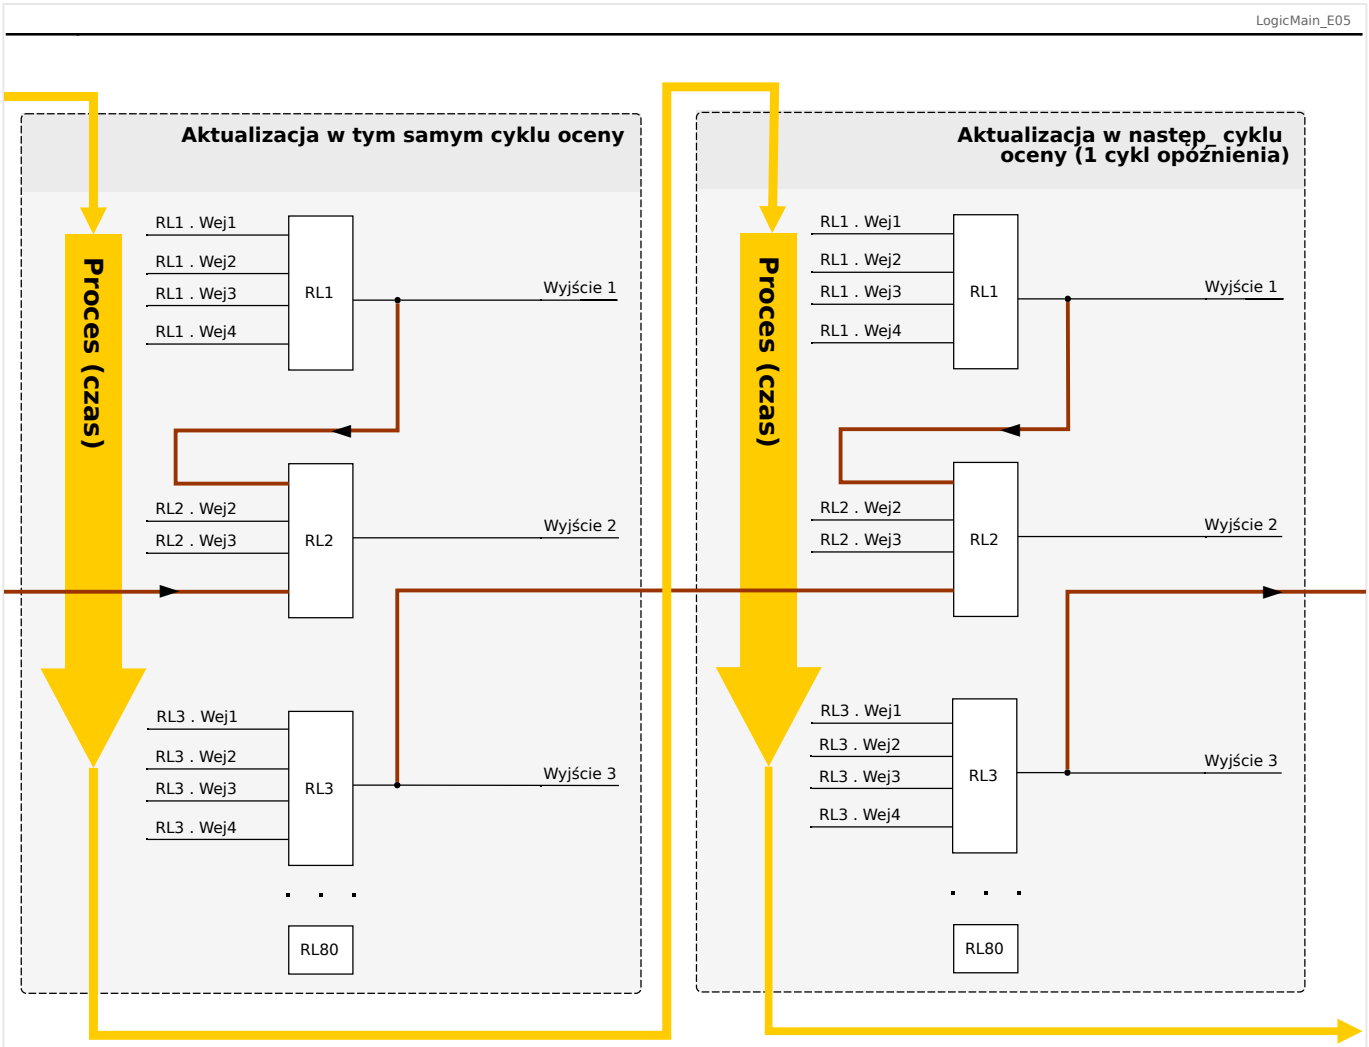

Rys. 171: Ukł. kaskadowy w porządku malejącym.
- Kolejność **malejąca** oznacza, że wyjście danego równania logicznego jest wejściem równania o **niższym** numerze. Rysunek ↳▷ Rys. 171 pokazuje przykład, gdzie wynik równania logicznego RL**3** jest używany jako wejście równania logicznego RL**2**.
Zarówno sekwencje rosnące, jak i malejące mogą być używane i łączone ze sobą bez bezpośrednio dostrzegalnej różnicy. Jednakże ze względu na ocenę wszystkich równań w kolejności rosnącej rzeczywiste wartości czasu pracy podawane na wejście równania mają inny „wiek”, jak pokazano na ↳▷ Rys. 170 i ↳▷ Rys. 171 poniżej.
W przykładzie pokazanym Rys. 171 powyżej „równanie logiczne **2**” wykorzystuje stany wyjściowe dwóch pozostałych równań: „równania logicznego **1**” i „równania logicznego **3**”. Wynik „równania logicznego **1**” jest używany w kolejności rosnącej i dlatego został oceniony w tym samym cyklu procesu. Wynik „równania logicznego **3**” jest wykorzystywany w kolejności malejącej i dlatego został oceniony w poprzednim cyklu procesu.